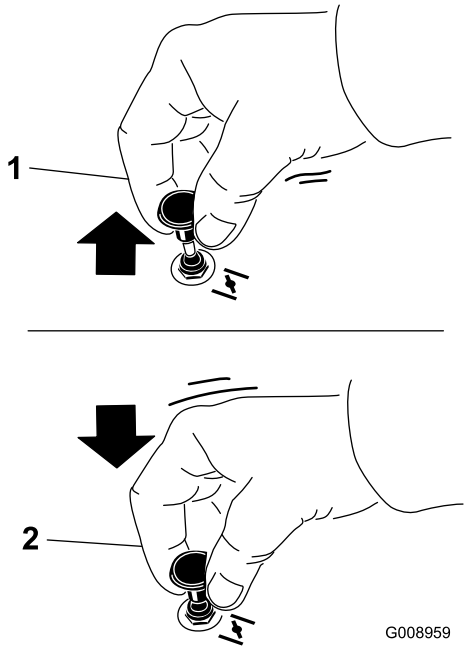

Figur 13
2. Træk op i chokerhåndtaget for at aktivere chokeren, før tændingskontakten tages i brug (Figur 13).
3. Tryk chokeren ned for at deaktivere chokeren, når motoren er startet (Figur 13).